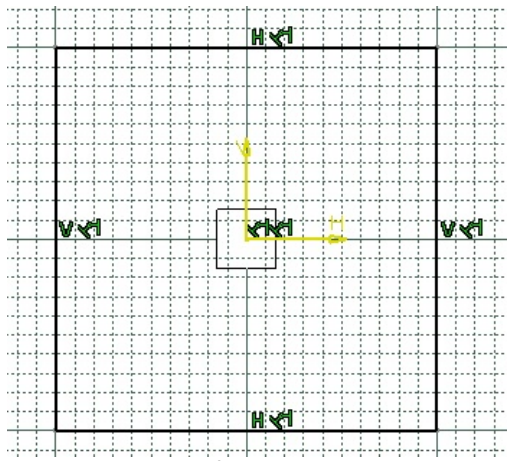

Figure 3-53 *The sketch after drawing the centered rectangle*
b. Draw the outer loop of the sketch using the **Rectangle** tool and then edit it using the **Corner** tool, refer to Figures 3-53 through 3-55.
4. Move the cursor to a location whose coordinates are close to 100,100 and click when 200 is displayed in the **Height** and **Width** edit boxes in the **Sketch tools** toolbar; a rectangle is drawn, as shown in Figure 3-53. Now, click anywhere in the geometry area to make sure that the rectangle is no more selected.